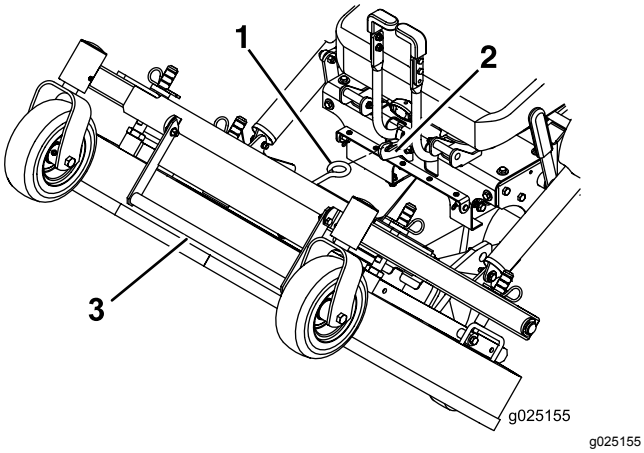

**Figure 9**
4. À l'aide de la poignée de levage du tablier, levez le tablier et verrouillez-le dans cette position (le verrou est situé à l'avant au centre du siège), comme montré à la Figure 9.
1. Tenez fermement la poignée de levage du tablier de coupe, décrochez le verrou de la machine et abaissez lentement le tablier au sol (Figure 9).